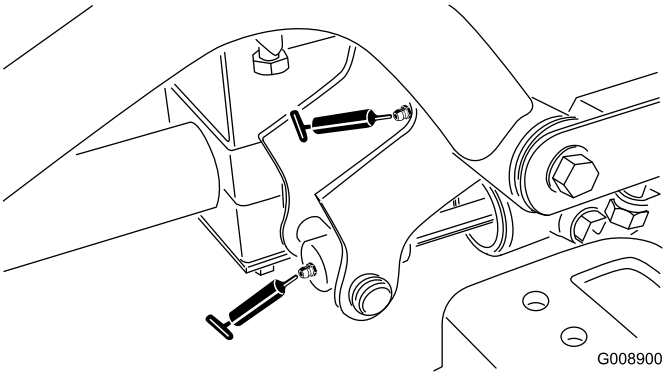

Figuur 53
- Draaipunt van voorste hefarm rechts en hefcilinder (2) (Figuur 53)